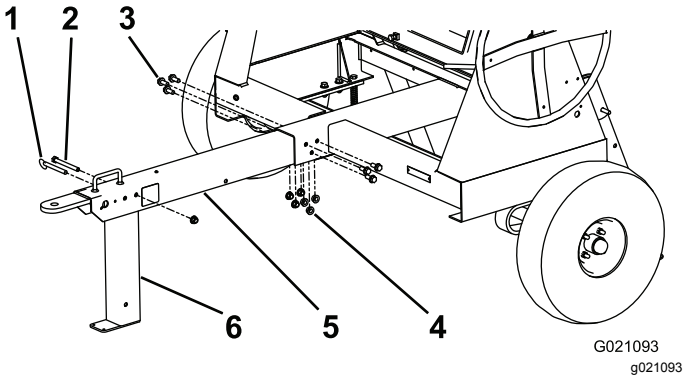

Figura 7
4. Instale la barra de enganche en el hueco de la parte delantera de la máquina, y sujételo con 6 tuercas y pernos cortos a 102 N·m (75 pies-libra); consulte Figura 7.
5. Alinee el taladro superior trasero de la pata estabilizadora delantera con el taladro situado detrás del asa, en la parte delantera de la barra de tracción (Figura 7).
6. Instale el perno largo a través de los taladros, y sujételo con una tuerca apretada a 102 N·m (75 pies-libra); consulte Figura 7.
7. Inserte el pasador para bloquear la pata estabilizadora delantera (Figura 7).